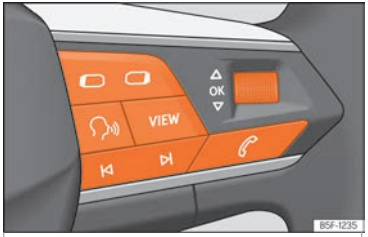

Fig. 70 Lado derecho del volante multifunción: teclas para utilizar los menús y las indicaciones informativas del cuadro de instrumentos.
menú. Algunas advertencias se pueden confirmar y ocultar con la tecla OK del volante multifunción ››› fig. 70.
- Si se muestra un mensaje o el pictograma de un vehículo, pulse la tecla OK ››› fig. 70; si es necesario, varias veces.
- Para cambiar de menús use las teclas ▭ o ▭ ››› fig. 70.
- Para abrir el menú o la indicación informativa que se muestre, pulse la tecla OK ››› fig. 70 o espere algunos segundos hasta que el menú o la indicación informativa se abra automáticamente.
- En el menú visualizado, gire la ruedecilla derecha del volante multifunción ››› fig. 70 hasta que se marque la opción de menú deseada. La opción aparece enmarcada.
- Pulse la tecla OK ››› fig. 70 para realizar las modificaciones deseadas. Una marca indica que la función o el sistema en cuestión están activados.
Pulse la tecla ▭ o ▭ ››› fig. 70.